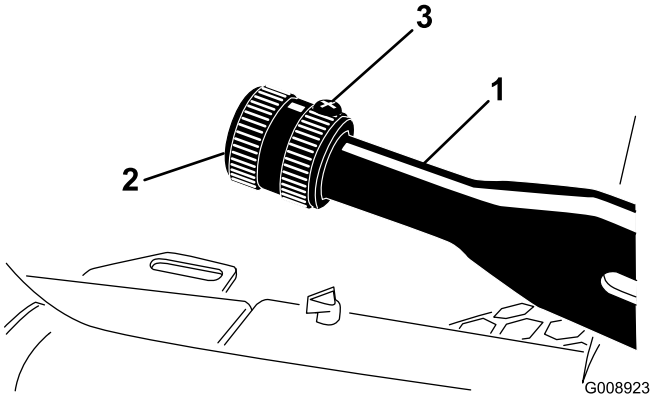

Figur 58
1. Løsne setteskruen som fester knotten til parkeringsbremsespaken (Figur 58).